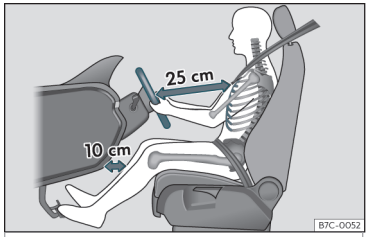

Fig. 2 La separación correcta entre el conductor y el volante debe ser de 25 cm como mínimo (10 pulgadas).
- Ajuste el volante de modo que quede a una distancia de, por lo menos, 25 cm (10 pulgadas) del esternón››› **fig. 2** y lo pueda sujetar con ambas manos por los lados, por la parte exterior, con los brazos ligeramente flexionados.
- Ajuste longitudinalmente el asiento de forma que pueda pisar a fondo los pedales con las rodillas ligeramente flexionadas y que quede una distancia entre la zona de las rodillas y el tablero de instrumentos de al menos 10 cm (4 pulgadas)››› **fig. 2**.